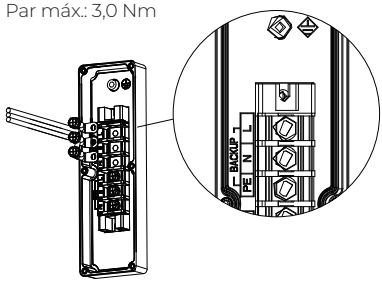

Figura 6.13.3
Paso 3: Fije los terminales a las zonas BACKUP y GRID del inversor EP760 con un destornillador de cruz, como se muestra en la Figura 6-13-3 y 6-13-4.